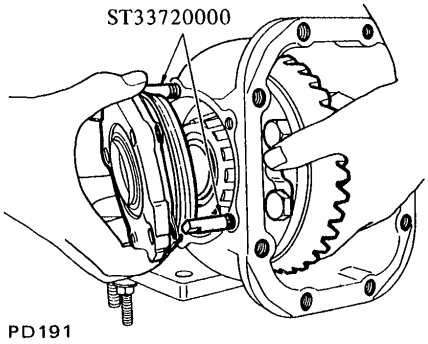
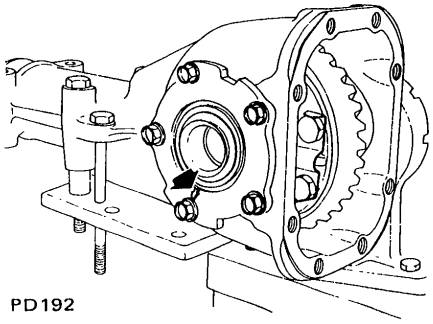

Fig. PD-22 Installing side retainer
Fig. PD-23 The arrow mark on retainer
3. Fit given shims and O-ring in both side retainers, and install retainers in carrier using Gear Carrier Side Retainer Guide ST33720000 (See Figure PD-22), and the arrow mark on retainer positioned as shown in Figure PD-23.